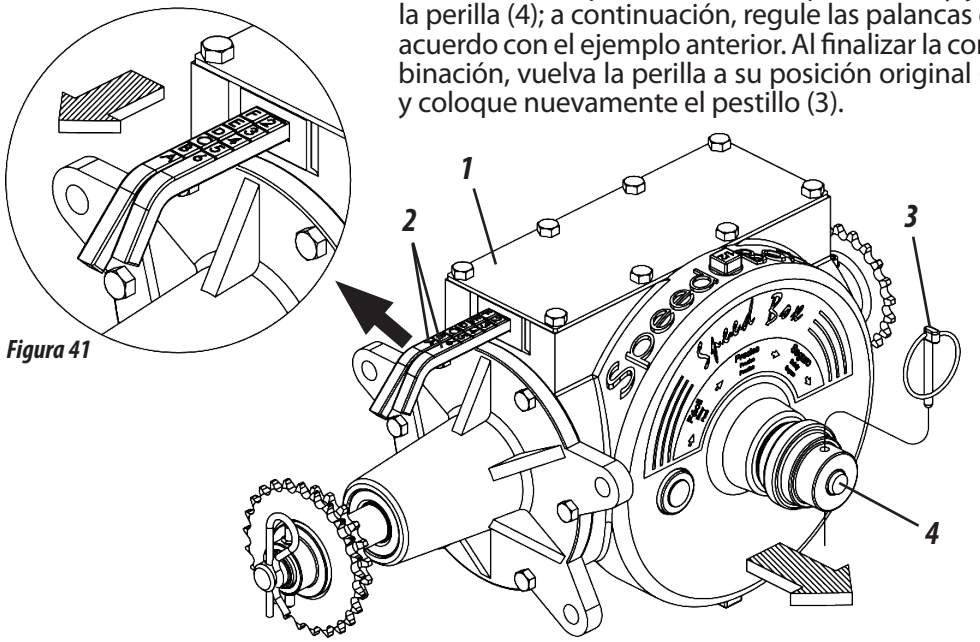

Figura 41
SPEED BOX (FIGURA 41)
1- Elija la cantidad deseada en las tablas y seleccione la combinación correspondiente en las palancas (2). **Ejemplo:** La posición **F2** en la tabla, indica que la palanca con letras debe estar en la posición **"F"** y la palanca con números debe estar en la posición **"2", como se muestra en la figura 41.**